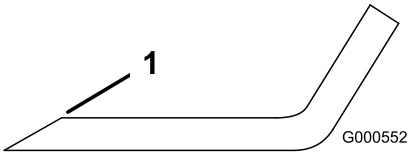
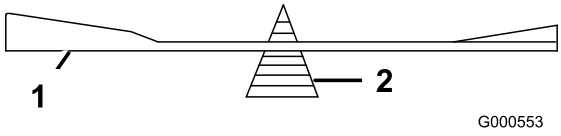

Figur 55
Figur 56
1. Anvend en fil til at slibe begge ender af skærekniven (Figur 55). Bevar den oprindelige vinkel. Skærekniven bevarer balancen, hvis der fjernes den samme mængde materiale på begge skærekanter.
2. Kontroller skæreknivens balance ved at placere den på en afbalanceringsenhed (Figur 56). Hvis skærekniven forbliver i en vandret position, er skærekniven afbalanceret og kan benyttes. Hvis skærekniven ikke er afbalanceret, skal der slibes lidt mere metal af enden af sejlområdet (Figur 55). Gentag denne procedure, indtil skærekniven er afbalanceret.